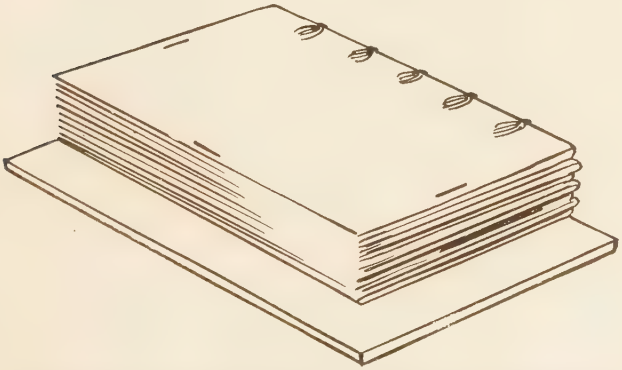

Fig. 192—Book on Board Slide Ready for Trimming
2. Lay book face downward on a piece of waste board that is, itself, square and a trifle larger than book, *all* around (Fig. 192) with *head* and *back* of book flush with corresponding edges of board.